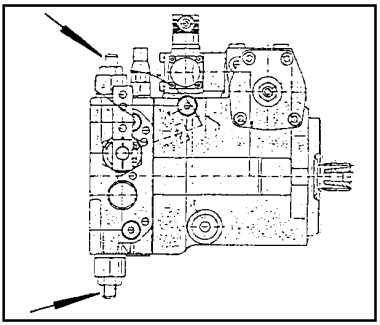

Figure 7-5
(1) Sur la pompe hydrostatique:
- desserrez les contre-écrous des soupapes haute pression figure 7-5.